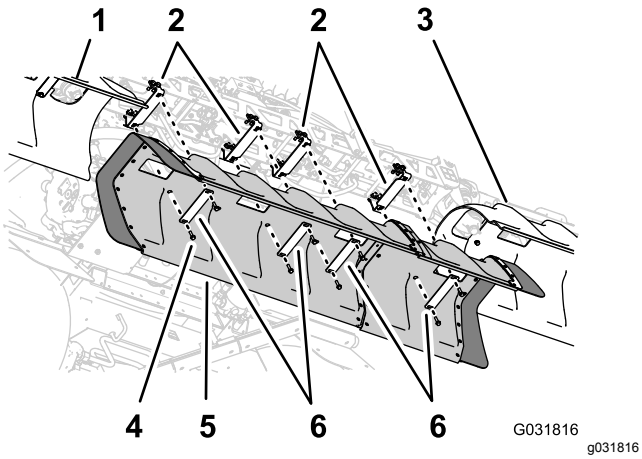

**Figur 185**
1. Juster hullerne i midtersektionens dæksel efter hullerne i støttebeslagene til midtersektionens dæksel (Figur 185).
2. Juster hullerne i 2 af de dækselstropper, som du afmonterede i trin 1 i6 Afmontering af midtersektionens dæksel (11 dyser) på det valgfri bomafdækningssæt (side 13), så de passer med slangen i dækslet og 2 af støttebeslagene (Figur 185).
4. Juster hullerne i de to dækselstropper (Toro-delnr. 120-0629), så de passer med de fire resterende huller i dækslet og fire resterende huller i støttebeslagene (Figur 185).
5. Sæt dækselstropperne og dækslet på støttebeslagene (Figur 185) med de fire flangehovedbolte (5/16 x 1-1/4 tomme – Toro-delnr. 323-36).